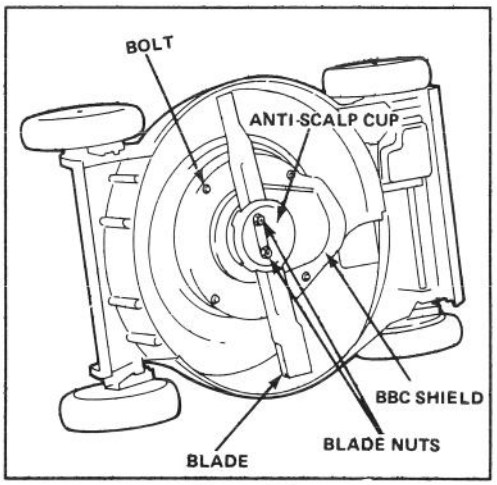

Figure 30
4. Remove (2) blade nuts, anti-scalp cup, blade, blade spacer, rotating screen, and (4) bolts securing BBC shield to mower deck (Fig. 30 & 31).
6. Reinstall BBC shield using (4) bolts, rotating screen (outside of flange pointing away from housing), blade spacer, blade, anti-scalp cup, and